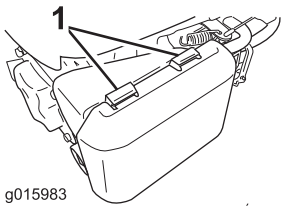

Figuur 24
1. Druk de lippen van de vergrendeling op de bovenzijde van het luchtfilterdeksel omlaag (Figuur 24).